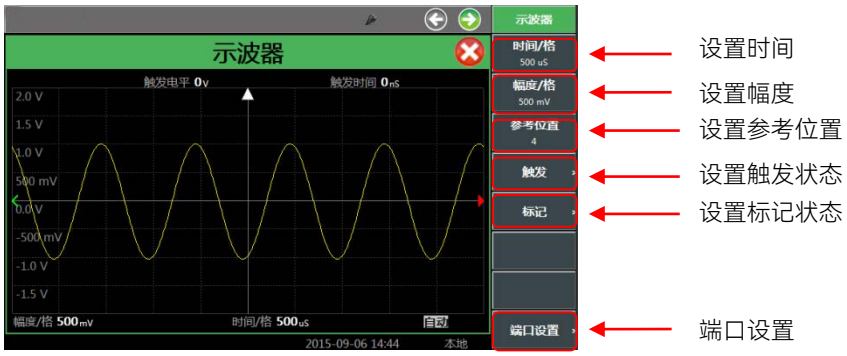
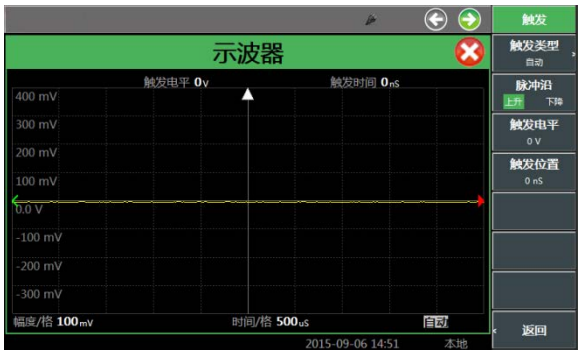
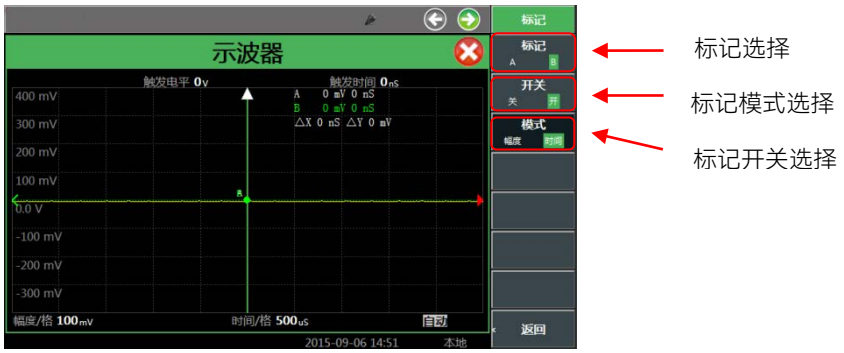

图 4.33 示波器显示窗口
图 4.38　示波器触发设置窗口
图 4.40　示波器标记窗
4992A 示波器功能针对外部音频、DVM 或者内部接收机解调后的低频信号提供一个直观的测量显示，针对外部音频/DVM 接口，用户需要预估输入信号的电平范围，选择合适的量程。操作界面如图 4.33 所示。
- 在操作界面图 4.33 中，点击触摸屏右侧菜单[触发]软键设置端口，弹出如图 4.38 的窗口。
- 如需标记测量结果，在操作界面图 4.33 中，点击触摸屏右侧菜单[标记]软键设置端口，弹出如图 4.40 的窗口。首先设置模式，选择标记幅度或者时间，然后选择标记 A 或者 B，打开标记 A 或者 B 的开关。